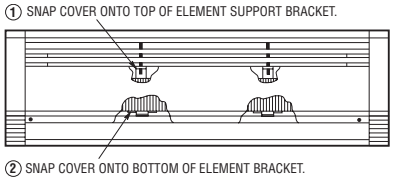

**Figure 7. Cover Attachment**
11. Replace the front cover by fitting the top lip of the cover onto the tabs on each junction box and top edge of the element support bracket(s). Rotate the cover downward, pushing the bottom corners inward. Install two screws (removed in Step 4) through the cover into the junction boxes. See that the bottom of the cover is engaged onto the bottom of each element support bracket. See Figure 7.
3. After cleaning and servicing, replace front cover and screws removed making sure cover is properly secured into each element support bracket at top and bottom – see Figure 7.